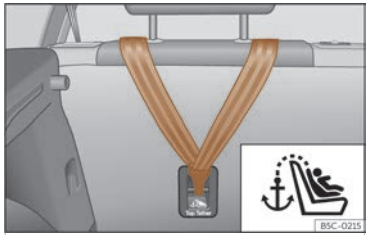
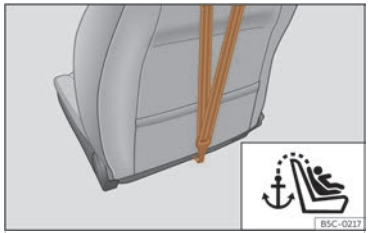

Fig. 43 Arrière de la banquette arrière : ancrage pour la ceinture Top Tether.
Fig. 44 Arrière du dossier du siège du passager avant : ancrage pour la ceinture Top Tether (non disponible sur tous les marchés/versions).
Les sièges pour enfants avec système Top Tether sont équipés d'une sangle supplémentaire pour les fixer à un point d'ancrage du véhicule. Ce point d'encrage est situé à l'arrière du dossier de la banquette arrière et du passager avant[1] (identifié par le symbole), et il procure une meilleure retenue >>> **fig. 43**, >>> **fig. 44**.
- Faites glisser la sangle et fixez-la correctement à l'aide de l'ancrage derrière le dossier ››› **fig. 43** , ››› **fig. 44**.